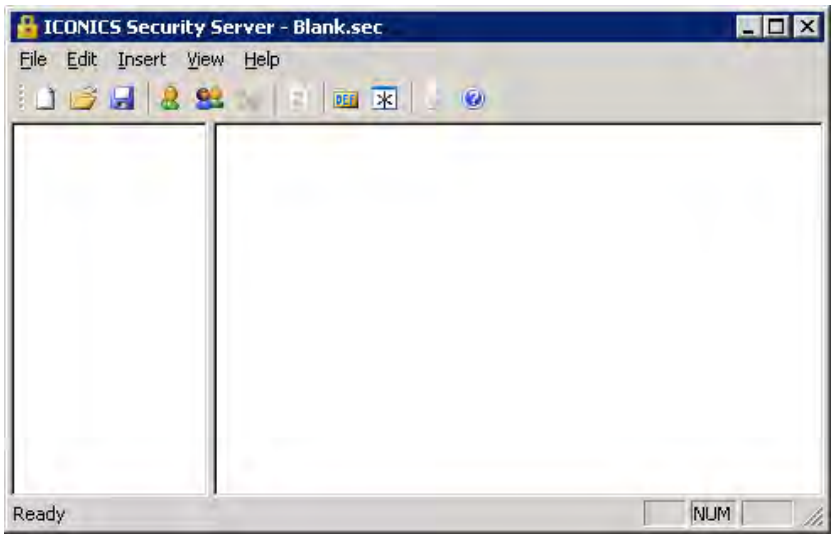

Figure L16.3 - Empty ICONICS Security Server Configuration
6. The **ICONICS Security Server** Configuration window will open**,** as depicted in Figure L16.3.